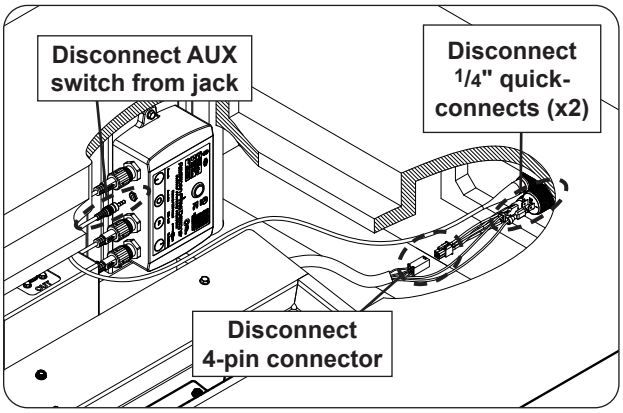

Fig. 32-3 Disconnect AUX switch, connector, and two quick connects
3. Disconnect the AUX switch, 4-pin connector, and two $^{1}/_{4}$" quick-connects (see Fig. 32-3).